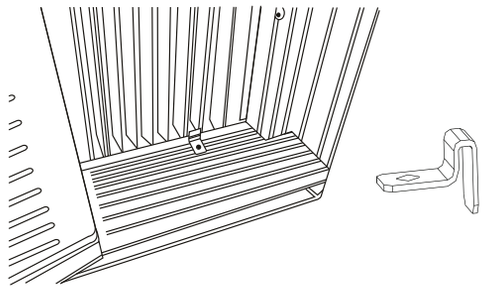

Fig.18C
3. Attach the Lock Frames to the winow sill using two 3/ 4 " (19mm) screws(Fig.18C) (on some models)